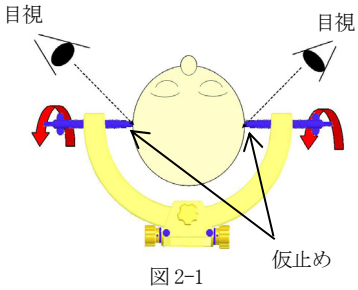
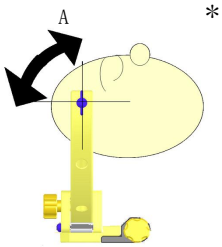

図2-1
図2-2
(1) 介助者が患者の頭を支え、滅菌したMRI対応チタンヘッドピン(以下、チタンヘッドピン)で仮止めします。(図2-1)頭蓋骨の硬さには個人差があります。仮止めする際は、チタンヘッドピンの先端部を目視確認しながら注意して固定作業を行ってください。仮止め状態で患者頭部が、矢印A(図2-2)のように、チタンヘッドピンを中心軸にして患者の頭が動くことを確認してください。
(1)-1 矢印A(図2-2)のようにチタンヘッドピンを中心軸にして患者の頭が動かない場合は、チタンヘッドピンの締め過ぎです。チタンヘッドピンを中心軸にして患者の頭が動くようになるまでチタンヘッドピンを緩めてください。